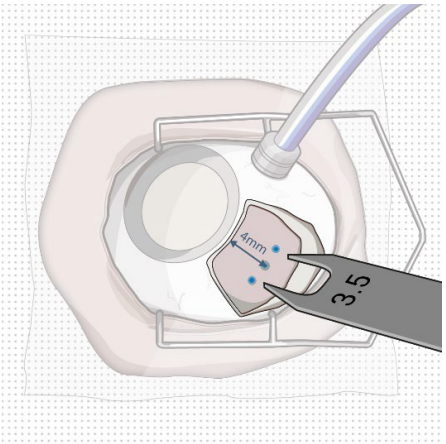

Figure 28
- Mark a **3.5 mm** length for scleral dissection parallel to and 4 mm posterior to the limbus using an inked fixed width caliper (or equivalent) (Figure 28).